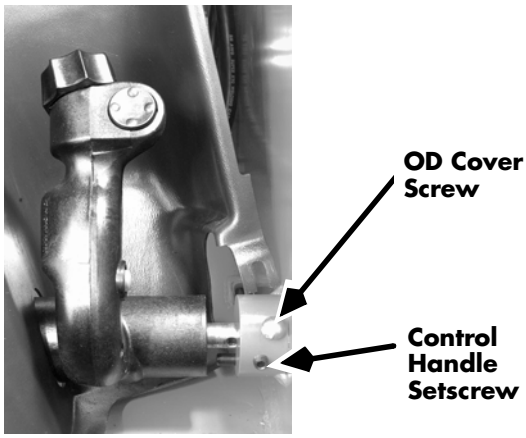

Figure 7-110: Control Handle Removal
4. **Series EZ-B:** Remove the simultaneous function control handle from its pivot and place out of the way. See Figure 7-110.